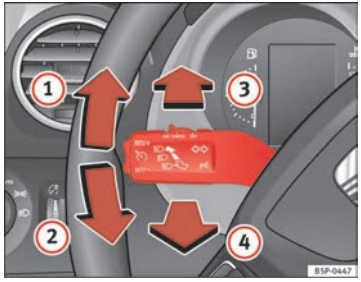

Fig. 78 Indicator and main beam lever
– Move the lever all the way up ⇒ fig. 78 (1) to indicate **right**, and all the way down (2) to indicate **left**.
– Press the lever forward ⇒ fig. 78 (3) to switch on the main beams.